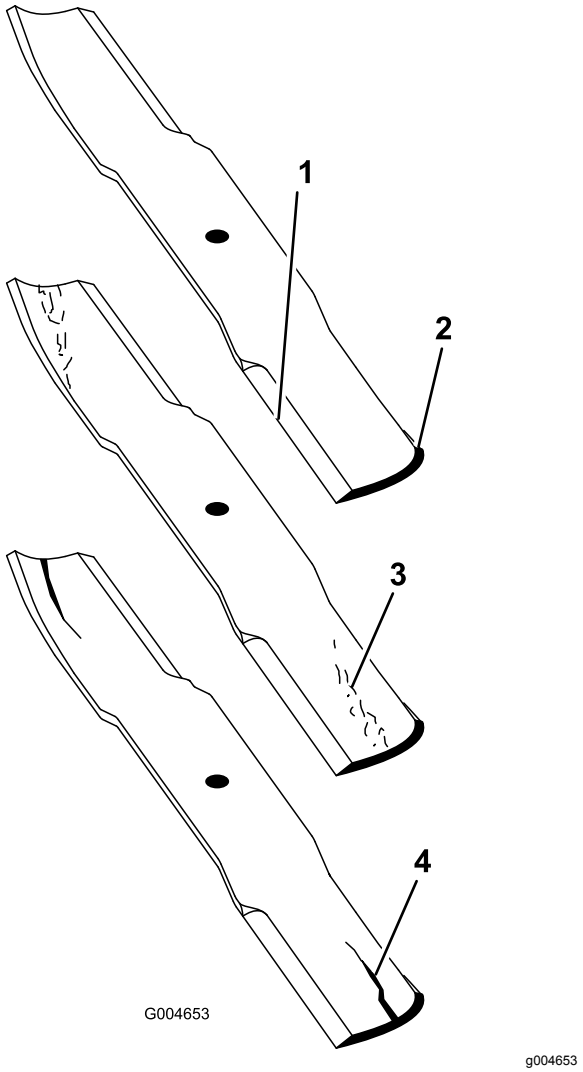

Figuur 113
2. Controleer nauwkeurig de uiteinden van het maaimes, in het bijzonder op de plaats waar het platte en het gebogen deel samenkomen (Figuur 113). Omdat het metaal dat het platte en het gebogen deel van het mes verbindt, kan wegslijten door zand en ander schurend materiaal, moet u dit steeds controleren voordat u gaat maaien. Als u een slijtplek ontdekt (Figuur 113), moet u het mes onmiddellijk vervangen.